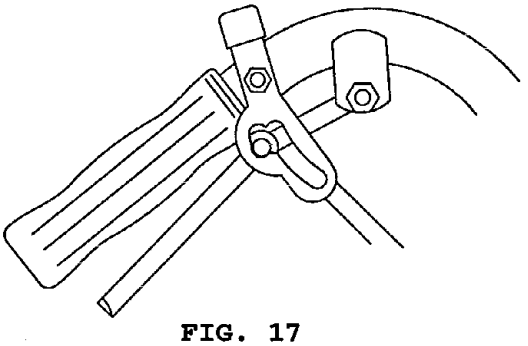

**FIG. 17**
1. With rear of machine still on jack stands and engine running at full throttle, move the speed control lever to the midway position. Move the respective drive lever upward until it reaches the ***neutral*** position and engage neutral lock latches. See fig. 17. If the tire rotates in either direction, the length of the drive lever link will need to be adjusted.